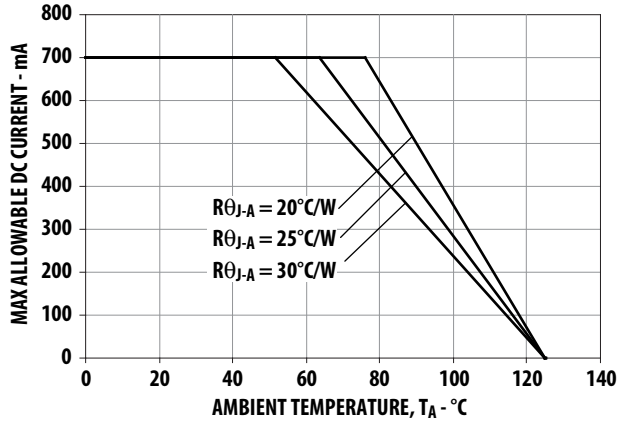
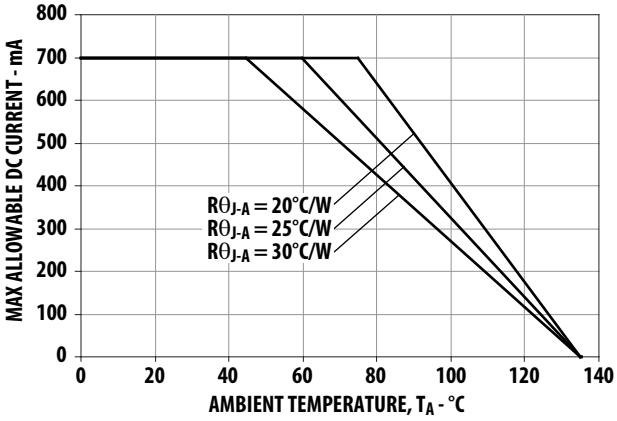

Figure 10. Maximum Forward Current vs. Ambient Temperature. Derated based on T_{JMAX} = 125°C, $R\theta_{J-A}$ = 20°C/W, 25°C/W and 30°C/W.
Figure 22. Maximum Forward Current vs. Ambient Temperature. Derated based on $T_{JMAX} = 135°C$, $R\theta_{J-A} = 20°C/W$, 25°C/W and 30°C/W.
1. Derate linearly based on Figure 10 for AlInGaP and Figure 22 for InGaN.